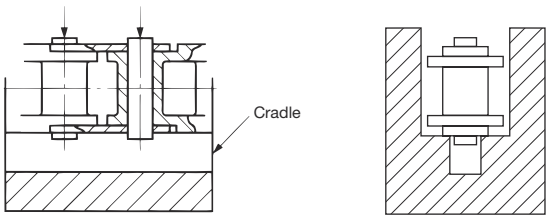
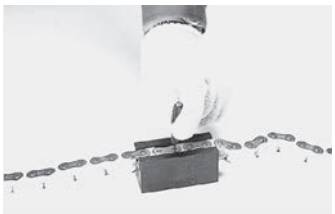

Figure 15: Cross Section Showing Poly Steel Chain Set in Cradle
Figure 16: Disconnecting Poly Steel Chain
1) Place the outer plate of the chain in a cradle, position a special punch on the head of the pin (see photo in Figure 16 below), and lightly strike with a hammer (Figure 15).